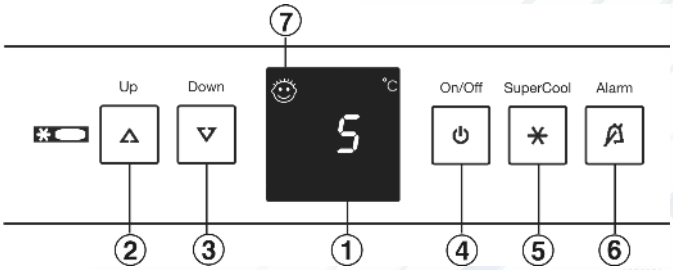

Fig. 2
▶ нажмите кнопку On/Off *Fig. 2 (4)*.
▶ Активация режима настройки: удерживайте кнопку SuperCool *Fig. 2 (5)* прибл. 5 секунд.
▶ Кнопкой настройки Up *Fig. 2 (2)* и кнопкой настройки Down *Fig. 2 (3)* выберите h.
▶ Подтвердить: Коротко нажмите кнопку SuperCool *Fig. 2 (5)*.
▶ Увеличение яркости индикации: нажмите кнопку настройки Up *Fig. 2 (2)*.
▶ Уменьшение яркости индикации: нажмите кнопку настройки Down *Fig. 2 (3)*.
▶ Подтвердить: нажмите кнопку SuperCool *Fig. 2 (5)*.
▶ Выход из режима настройки: нажмите кнопку On/Off *Fig. 2 (4)*.